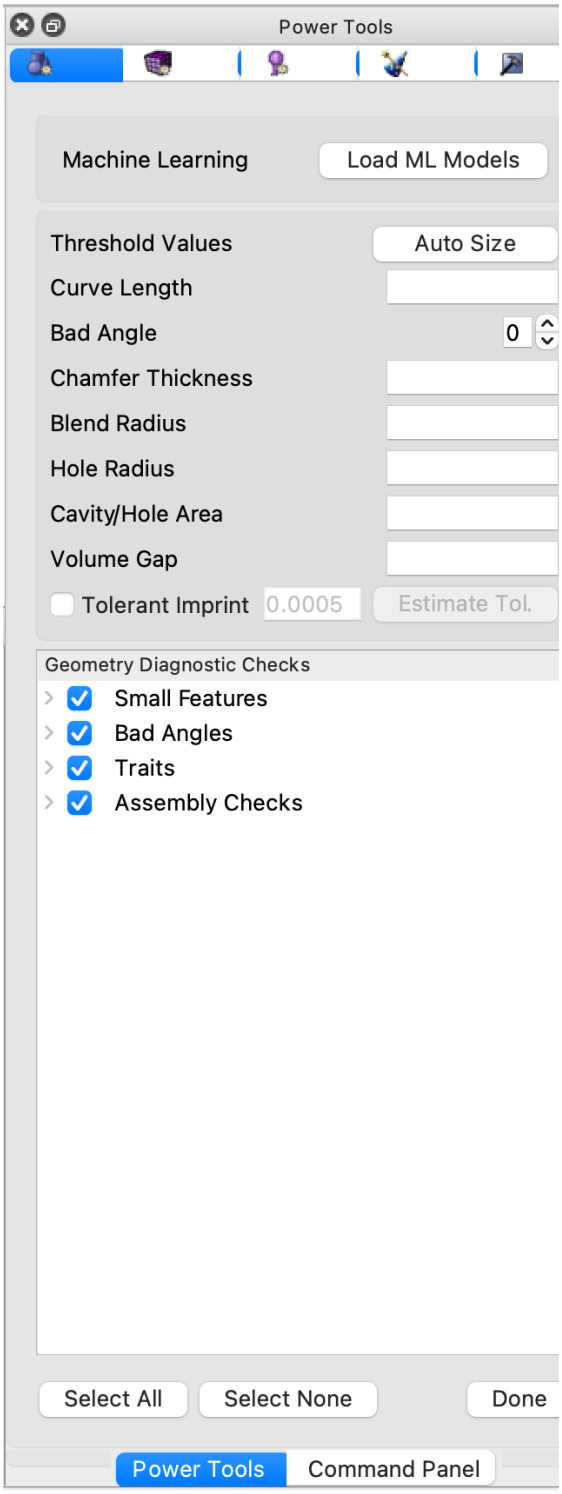

**Figure 2. Options panel without ML models loaded**
3. The panel shown in Figure 2. should appear. Click the button labelled **Load ML Models**